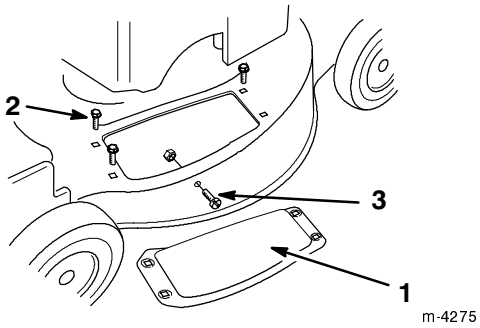

**Figure 45**
4. Remove and save the three bolts that secure the discharge cover to the lawn mower (Fig. 45). Save the cover and bolts for future use.
2. Bolt (3)
5. Remove the screw and nut from side of the lawn mower (Fig. 45). Save them for future use.
6. Install the side cover clamp and the knob to secure the side opening cover (Figs. 45 and 51).